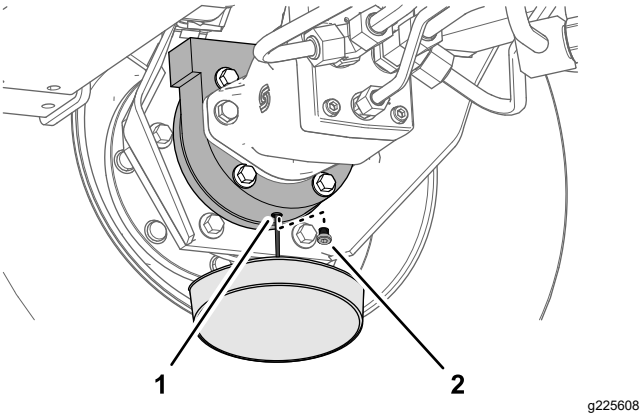

Figur 103
6. Placer en drænbakke under bremsehuset, fjern aftapningsproppen, og lad olien dræne fuldstændigt (Figur 103).